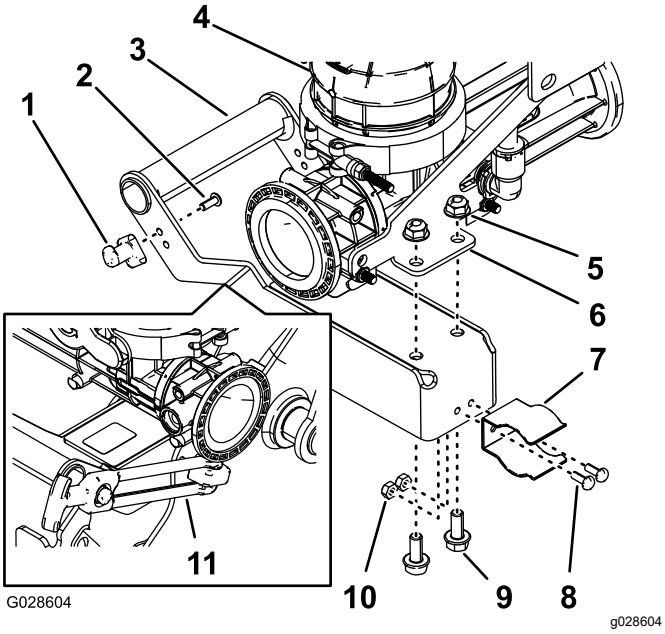

Rysunek 11
1. Zamontuj słupek zaczepu do uchwytu pompy strumieniowej (Rysunek 11) za pomocą 2 śrub imbusowych (nr 10-24 x ½ cala).
2. Zamontuj zatrzask sprężynowy do dźwigni zaczepu (Rysunek 11) za pomocą 2 śrub (nr 10-24 x ½ cala) i 2 nakrętek zabezpieczających (nr 10-24).
3. Zamontuj dźwignię do płyty montażowej pompy strumieniowej (Rysunek 11) za pomocą 2 śrub kołnierzowych (5/16 x ¾ cala) i nakrętek zabezpieczających kołnierzowych (5/16 cala).